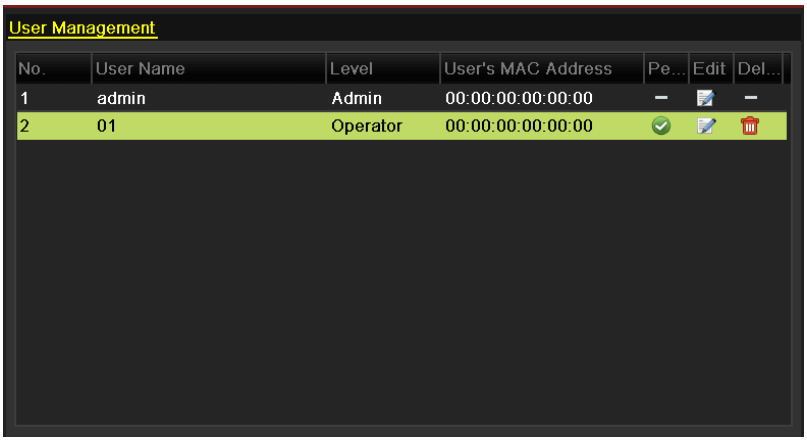

Figure 16. 8 User List
2. Select the user to be deleted from the list, as shown in Figure 16. 8.